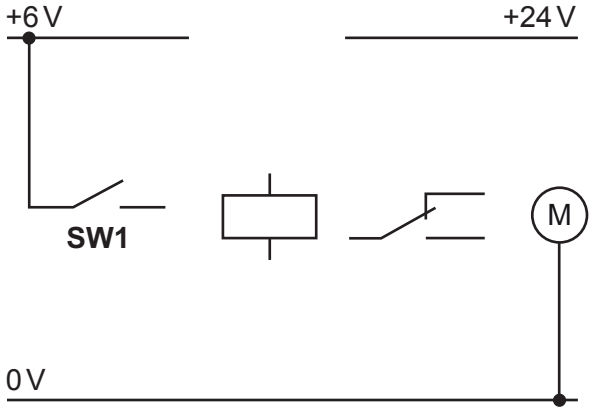

**Fig. 12.4**
**(b)** Fig. 12.4 shows part of a relay circuit that uses a low voltage circuit to control a higher voltage.